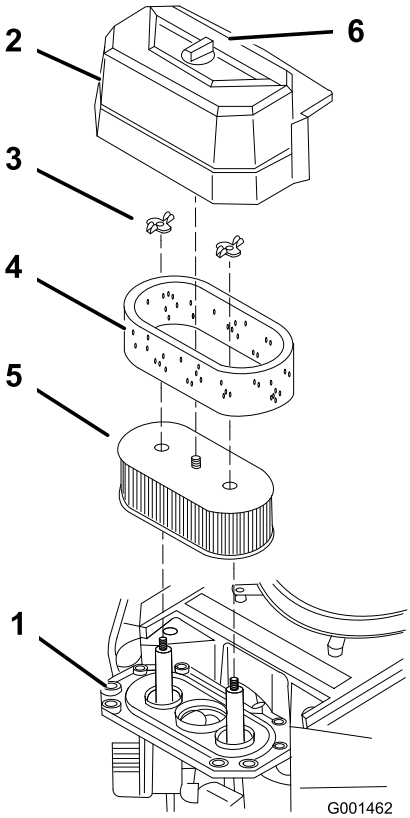

Figure 41
3. Clean around the air cleaner to prevent dirt from getting into the engine and causing damage (Figure 41).
4. Unscrew the cover knob and remove the air cleaner cover (Figure 41).
5. Remove the wing nuts and remove the air cleaner assembly (Figure 41).
6. Carefully pull the foam element off the paper element (Figure 41).
1. Do not clean the paper filter, replace it (Figure 41).
1. Carefully slide the foam element onto the paper air cleaner element (Figure 41).
2. Place the air cleaner assembly onto the air cleaner base or hose and secure it (Figure 41).
3. Place the air cleaner cover into position and tighten the cover knob (Figure 41).